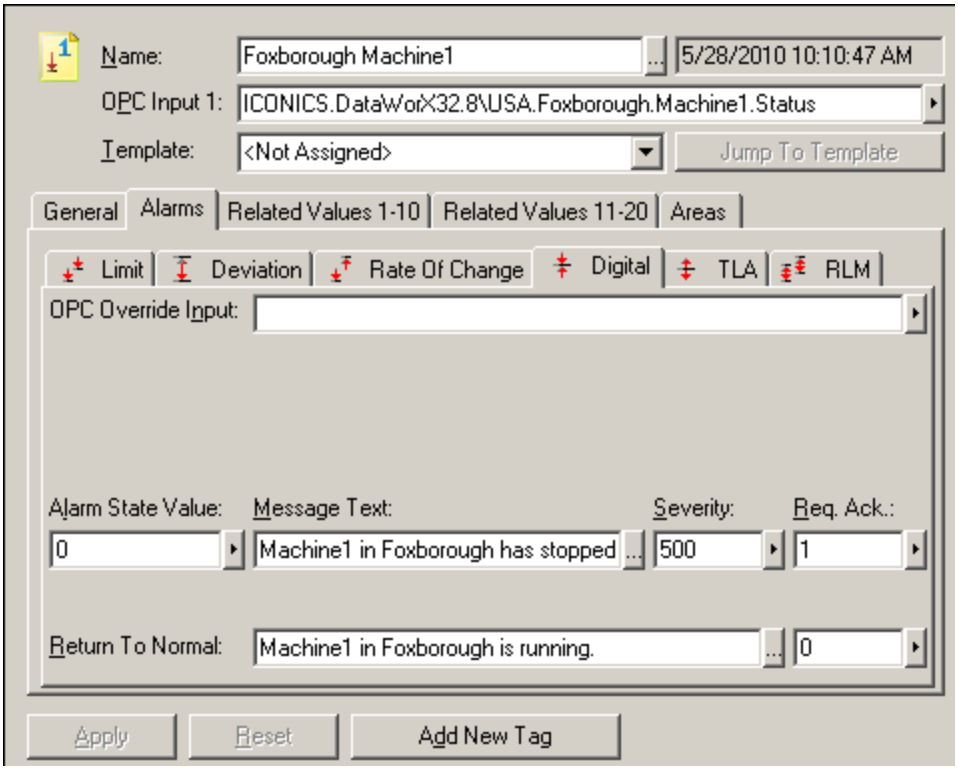

Figure L6.13 - Digital Tag Configuration
30. Your configuration form should look similar to Figure L6.13. Click on "Apply" to save the changes.